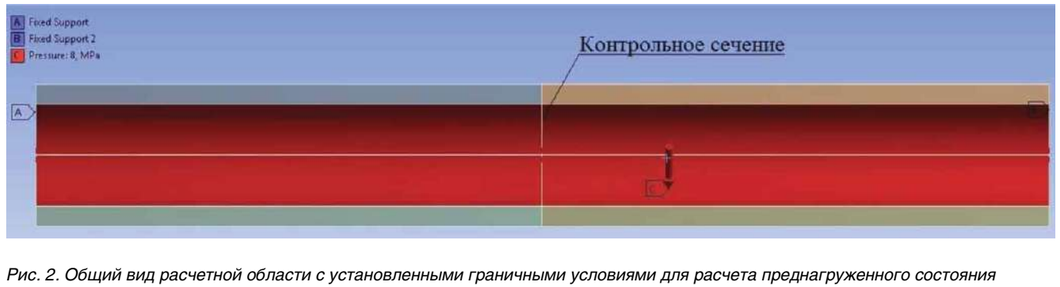
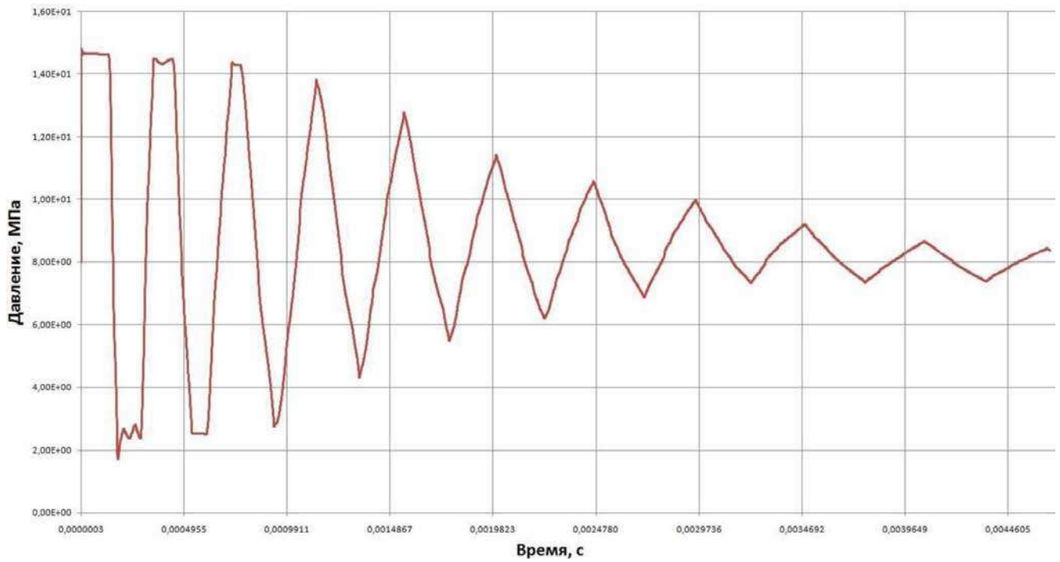

Рис. 2. Общий вид расчетной области с установленными граничными условиями для расчета преднагруженного состояния
Рис. 3. Кривая нагружения от изменения абсолютного давления для трубопровода без дополнительной защиты от гидравлического удара
- в качестве граничных условий для кривых нагружения от влияния среды в переменных «давление – время» были приняты графики изменения абсолютного давления, полученные в работе [4] и представлены на рисунках (рис. 3 и 4). Трубопровод на торцах жестко закреплен. Общий вид расчетной области с установленными граничными условиями показан на рис. 2;